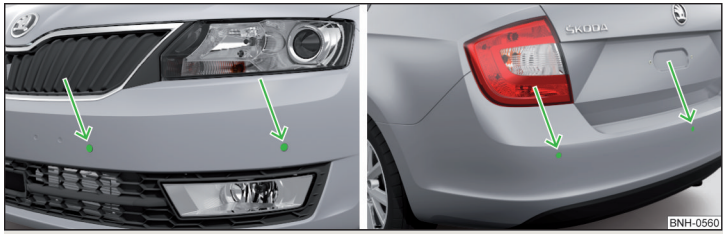

Fig. 107 **Location of the sensors: front / rear**
- Keep the system sensors » Fig. 107 *on page 105* clean, snow-and ice-free and do not cover with any objects of any kind, otherwise the system functioning may be impaired.
The system uses ultrasound waves to calculate the distance between the bumper and an obstacle. The ultrasonic sensors are, depending on vehicle equipment,, located in the back or in the front bumper » Fig. 107.